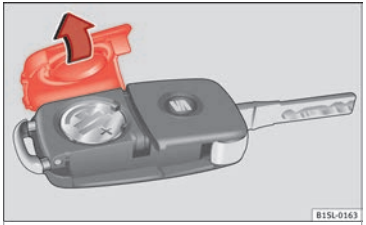

Fig. 128 Vehicle key: battery compartment cover
The battery is located to the rear of the vehicle key, under a cover ››› **Fig. 128**.
- Remove the cover from the back of the vehicle key ››› Fig. 128 in the direction of the arrow ››› ❗.
- Fit the battery compartment cover, pressing in the direction of the arrow as shown ››› Fig. 128 until it clicks into place.